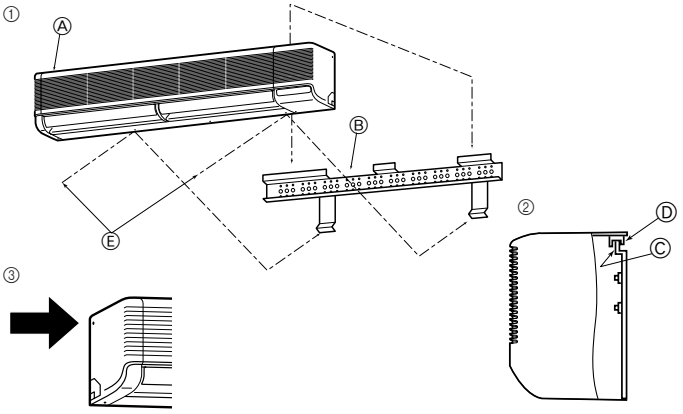

Fig. 3-10
3.3. Монтаж внутреннего прибора (Fig. 3-10)
① Обязательно зацепите металлические зацепки внутреннего блока за крючки настенного крепления.
② После завершения проводки труб, с помощью крепежных винтов закрепите внутренний прибор на настенном креплении.